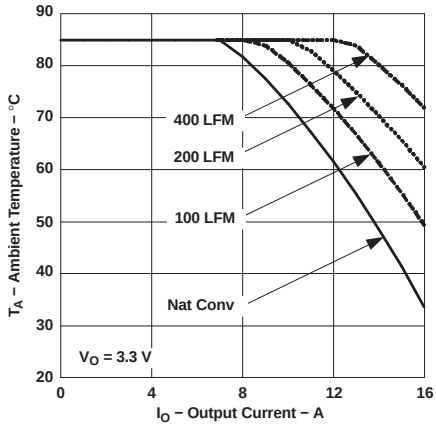

Figure 5. Safe Operating Area
(2) The temperature derating curves represent the conditions at which internal components are at or below the manufacturer's maximum operating temperatures. Derating limits apply to modules soldered directly to a 100 mm x 100 mm double-sided PCB with 2 oz. copper. For surface mount packages (AS and AZ suffix), multiple vias must be utilized. Please refer to the mechanical specification for more information. Applies to Figure 5.